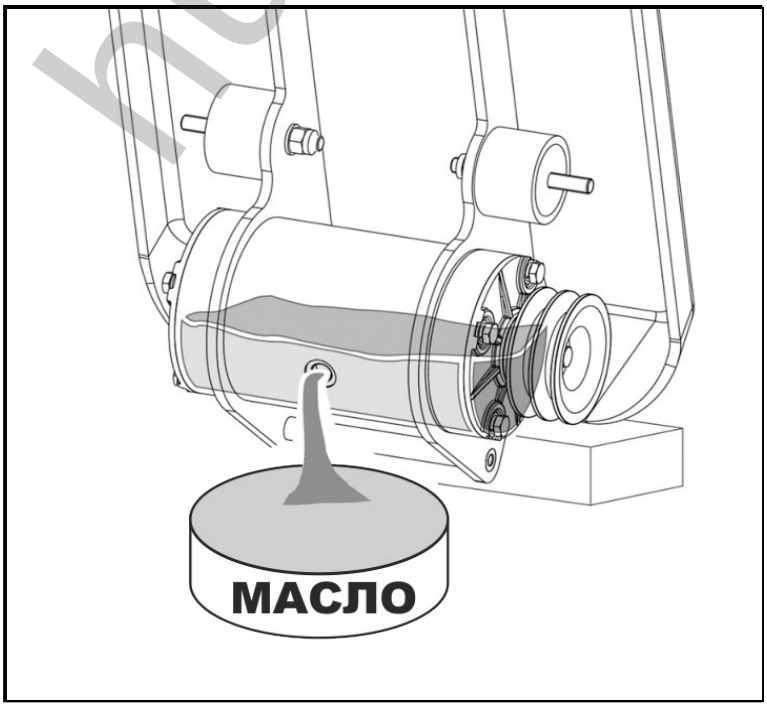

Рис. 31. Слив масла из вибратора.
6. Наклонить рабочую плиту (совместно с помощником, так как плита слишком тяжелая для одного человека) в сторону вибратора в подготовленную для этого емкость (Рис. 31).